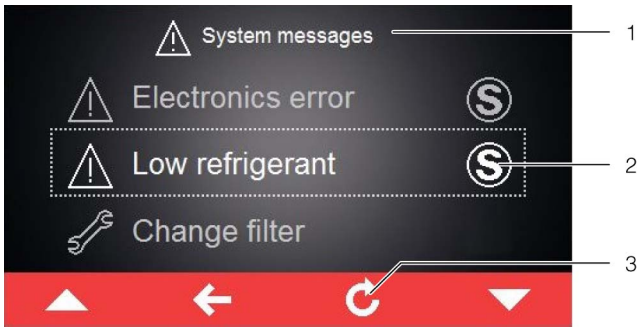

Fig. 46: Tela com mensagens do sistema
Se for emitida uma mensagem de problema que não puder ser solucionado pelo próprio operador e que não desaparece automaticamente, o símbolo «serviço» aparecerá após a mensagem e na barra de operação perto do símbolo de mensagens do sistema (fig. 46, item 2).